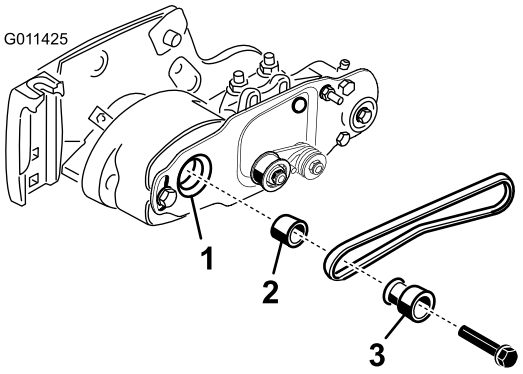

図 16
4. リールを回しながらつまり駆動プーリを回しながら、駆動プーリからベルトをはずす図 16。
6. シャフトから、ローラブラシ駆動プーリとスペーサを外す図 16。